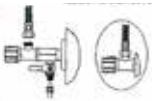

FIGURE A-2
2. After draining the remaining water in the pipes, install feedwater connection adapter (3-way adapter) by fastening with teflonband (Figure A-2)